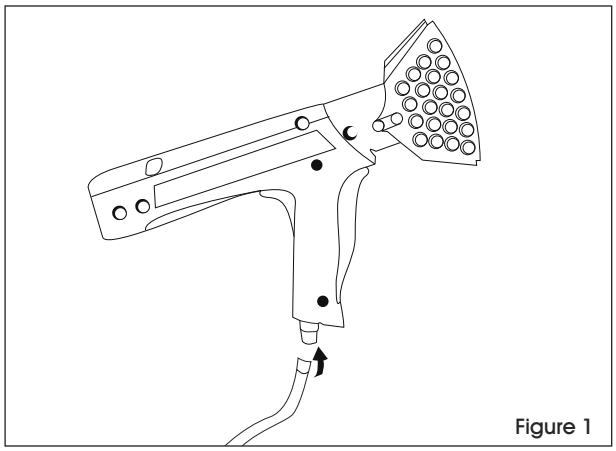

Figure 1
1. Raccordez le pistolet, le tuyau et le régulateur au réservoir. Utilisez une clé pour serrer les raccords (filetage à gauche). (Voir Figure 1)